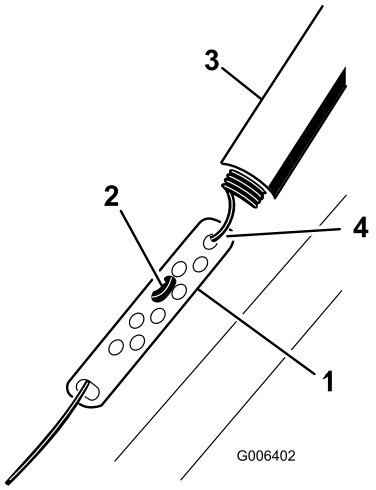

Figur 10
1. Skub fjederdækslet op, og tag fjederen af justeringsleddet (Figur 10).
2. Flyt Z-beslaget til et højere eller lavere hul på justeringsleddet efter behov for at få en afstand på 2 mm til 3 mm mellem styrebøjlen og håndtaget (Figur 10).